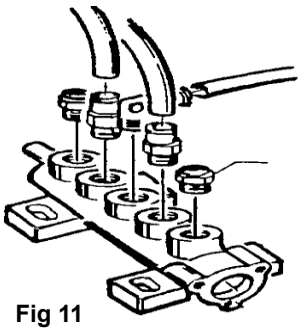

Fig 11
f. For opening/closing clamps (see fig 11.) and proceed as follows: